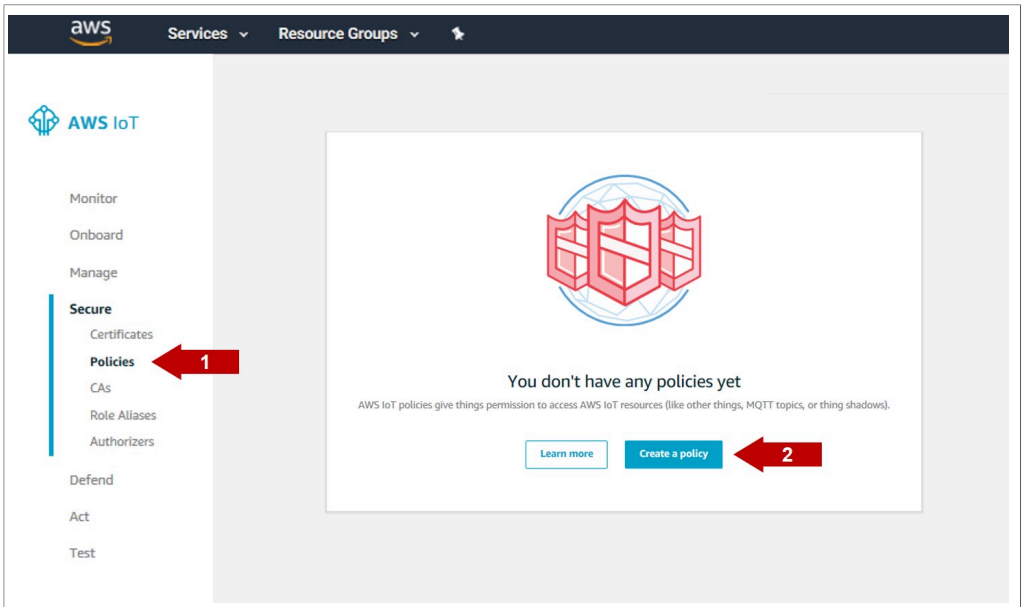

Figure 17. Go to the AWS IoT policies menu
1. From the AWS IoT Core dashboard, go to **Secure**, go to **Policies** and click on the **Create a policy** button as shown in Figure 17: